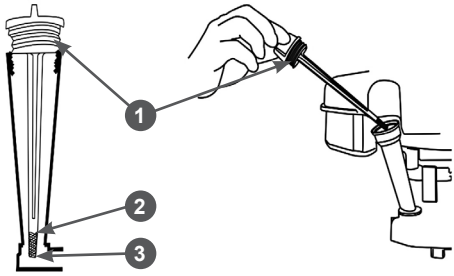

Рис. 18. Замена моторного масла
5. Осторожно открутите крышку-щуп 1 (Рис. 18) маслозаливной горловины, протрите его насухо и отложите в сторону.
9. Установите крышку-щуп в отверстие маслозаливной горловины, не закручивая ее. Аккуратно вытащите щуп и осмотрите его. Уровень масла должен соответствовать верхней отметке 2 на щупе (Рис. 18).